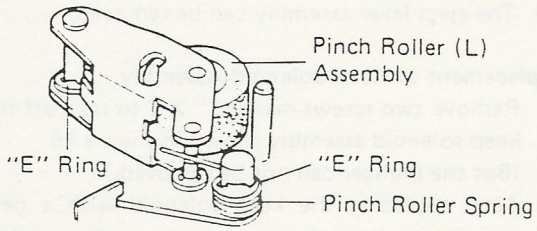

Figure 21
(1) Remove the eject lever assembly.
(2) Remove two "E" rings and the pinch roller spring to take off the pinch roller assembly shown in Figure 21.
(3) After replacing the pinch roller assembly with a new one, clean the pinch roller with absolute alcohol and then assemble it in the reverse way to disassembly.
(4) After assembly, confirm the tape speed and the wow/flutter with the test tape (MTT-111).
(5) The pinch roller (R) can be also replaced in the same way.